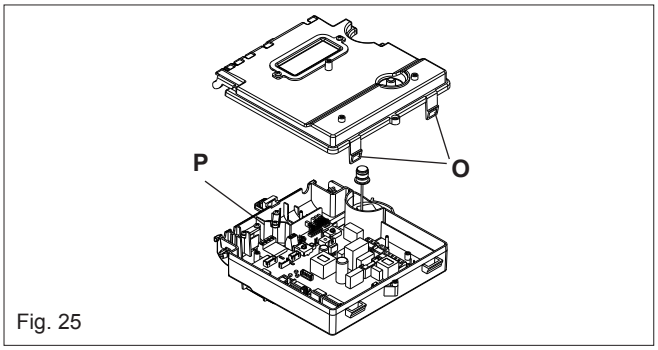

Fig. 25
6.11 PRINTED CIRCUIT BOARD (fig. 25)